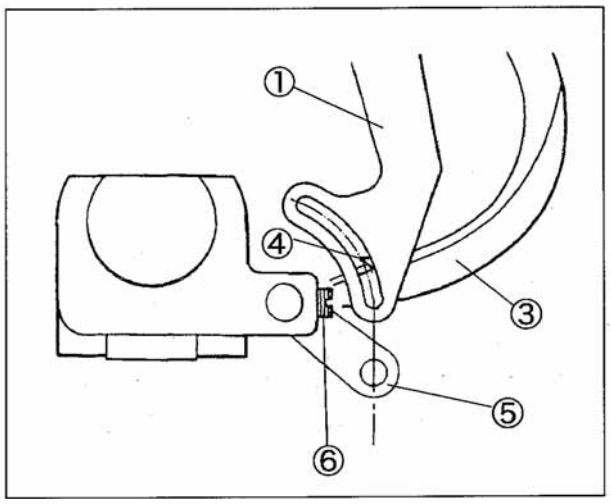

Рис. 6-13
(1) Ослабьте винт ⑥ на направителе верхней покрывной нитки ⑤. (Рис. 6-13)
(3) Установите глазок направителя верхней покрывной нитки ⑤ на линии, выходящей из прорези направителя верхней покрывной нитки ① (Рис. 6-13)
(4) Прочно затяните винт ⑥. (Рис. 6-13)